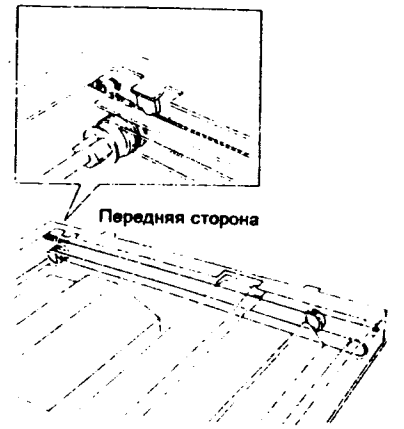

Рис. 4 NZM-0058
9. (Рис. 4): Снимите тросик с пружины и выньте его из аппарата.